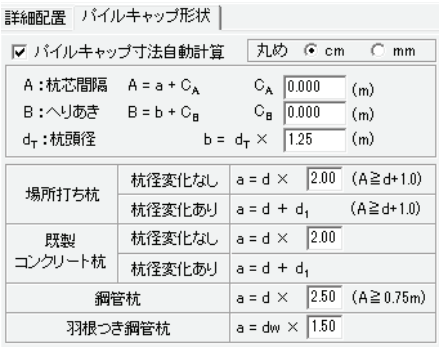

図1　パイルキャップ寸法指定画面
- 杭芯間隔、へりあき寸法については、杭径に応じた自動計算／直接指定の選択が可能です（図1）。
- クリアランス寸法を指定すると杭芯間隔、へりあり寸法に対して一律の余裕幅を考慮することが可能です（図1）。
- 杭芯間隔、へりあき寸法は、丸めの単位をmm、cmから指定できます（図1）。